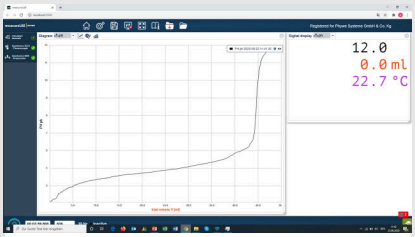

Fig. 4: Titration curve
- An example of the tritration of 0.1 M acidic acid displayed in (Fig 4).